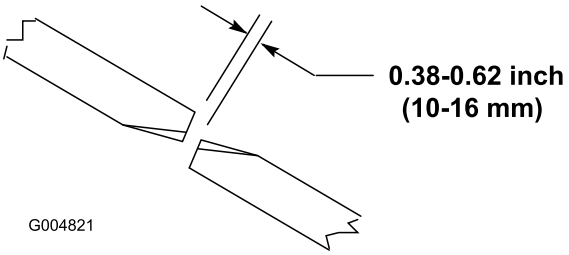

Figuur 24
Voor een goede werking van het maaidek moet de afstand tussen de randen van de messen van de zijmaaidekken en het middelste maaidek 10 tot 16 mm bedragen (Figuur 24).
2. Draai een maaimes van het middelste maaidek en een naastgelegen mes van een zijmaaidek zodanig dat de randen van de messen in een lijn staan. Meet de afstand tussen de mespunten (Figuur 24).